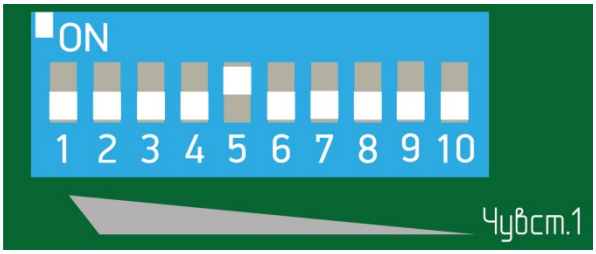

Рисунок 7.25
– установить флажок 5 переключателя регулировки чувствительности (рисунок 7.25) в положение «ON» (верхнее положение), все остальные флажки в нижнее положение;